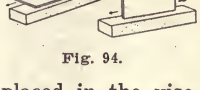

Fig. 94.
82. **Sharpening a Scraper.**—Each edge is drawfiled to make it straight and square by putting the scraper in a vise and moving a smooth file, held at right angles to the edge of the scraper, from end to end of the edge. Next, the sides and edges of the scraper are rubbed on the oil-stone to remove roughness and make two sharp arrisses. See Fig. 94. Then, it is placed in the vise again and a burnisher used to turn the sharp arrises over the side of the scraper.